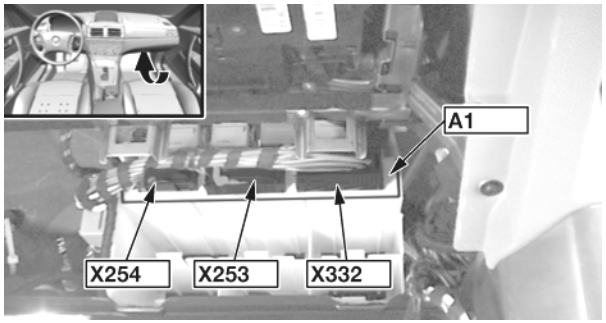

Рисунок 2. Рекомендуемое место подключения.
2.2. Подключить Серый провод разъема X1 адаптера к информационной шине K-BUS. Данное подключение возможно произвести за перчаточным ящиком в разъеме X253 (контакт №9) модуля A1 автомобиля (смотри рисунок 2), где информационная шина K-BUS представляет собой бело-красный провод с желтыми кольцами.